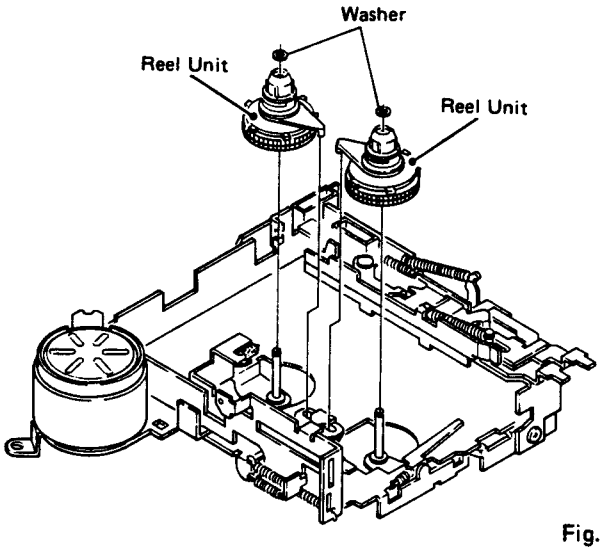

Fig. 2
- **Dismounting the Reel Unit (Fig. 2)**
(1) Take off the washer.
(2) Remove the reel unit.